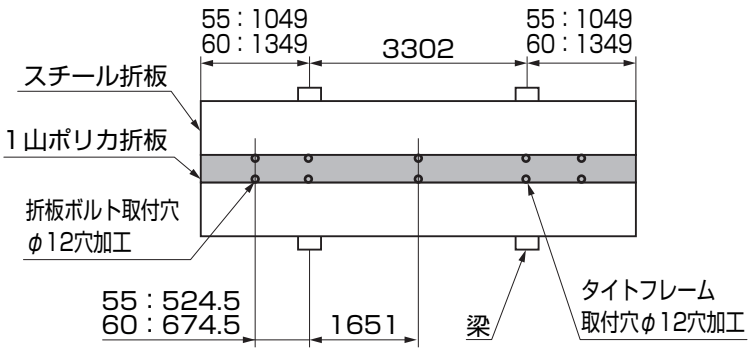
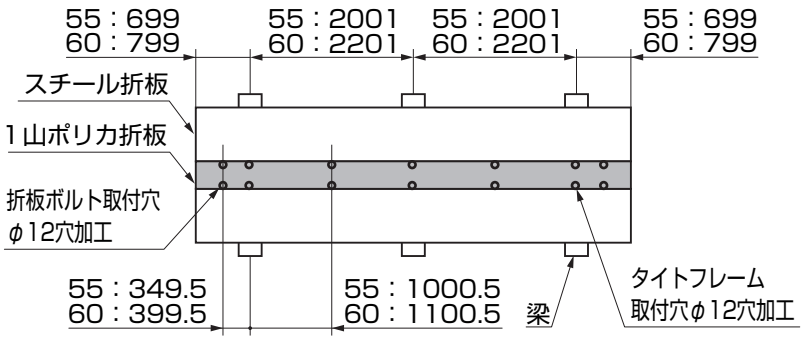

図2-1　穴加工位置（4本柱）
図2-2　穴加工位置（6本柱）
①スチール折板とポリカ折板に、タイトフレーム取付け用のφ12の穴加工をしてください。（図2-1、図2-2参照）
③ポリカ折板をルーフボルトキャップと折板固定用笠ワッシャーで固定してください。
④ポリカ折板と、ポリカ折板と隣接するスチール折板にφ12の穴加工をしてください。（図2-1、図2-2参照）